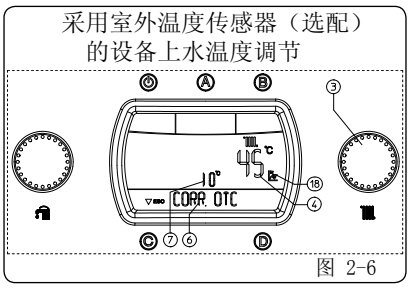

图 2-6
• 选配室外温度传感器时的运行（图2-6）。如果系统选配室外温度传感器，用于环境供热的锅炉上水温度将由室外温度传感器根据外部测量温度进行管理（第1.6、3.7节，“温度调节”）。根据调节曲线在-15℃至+15℃范围内修改上水温度（图1-8 偏差值）。对于任何外部测量温度，都可使用选择开关（3）进行此类修正操作。
偏差温度的修改结果通过指示器（7）显示。指示器（4）显示当前上水温度，修改完成数秒之后，新值生效。显示屏上显示“CORR OTC”标识（图2-6）。顺时针旋转选择开关（3）可升高温度，逆时针旋转则降低温度。